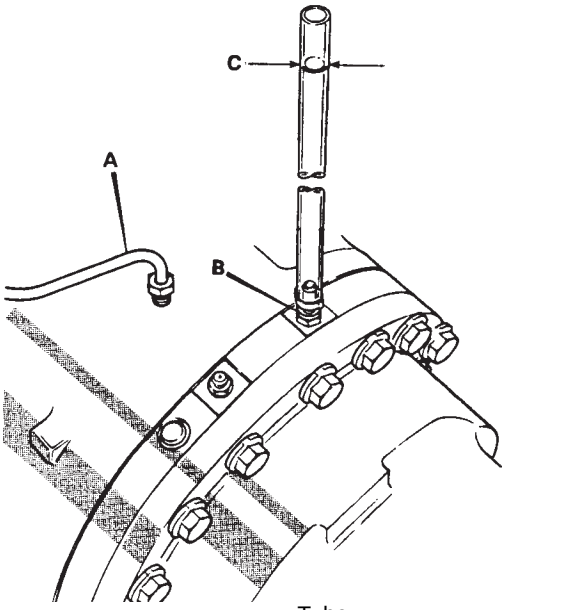

FIGURE 9-11
a. Install an adapter fitted with a piece of clear tube (approximately 120 mm [4.75 in] long to the brake piston port [B, Figure 9-11]).